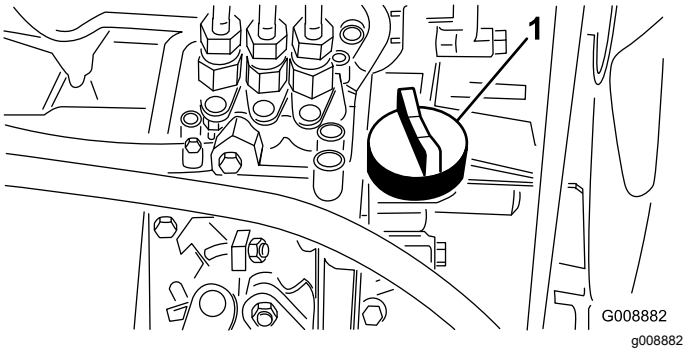

Figur 21
4. Hvis oljenivået er lavt, må du ta av oljelokket (Figur 21) og gradvis helle på små mengder olje, samtidig som du sjekker nivået, til det når opp til Full-merket på peilestaven.